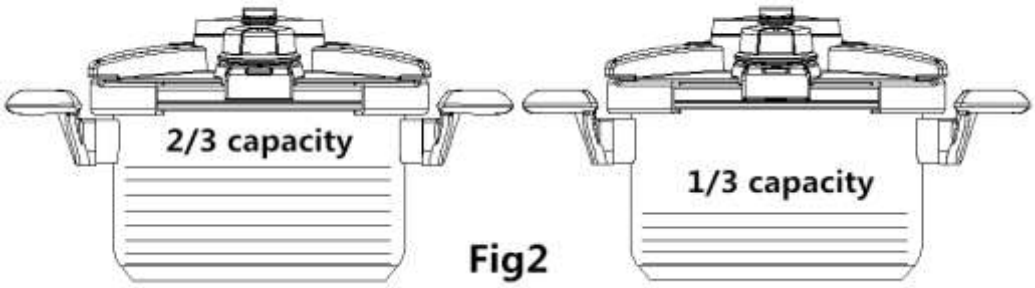

Fig2
8. Napełniając szybkowar wodą, maksymalna pojemność nie powinna przekraczać 1/3 garnka. Podczas gotowania ryżu, warzyw lub fasoli pojemność garnka nie powinna przekraczać 1/3 jego objętości (rys. 2).